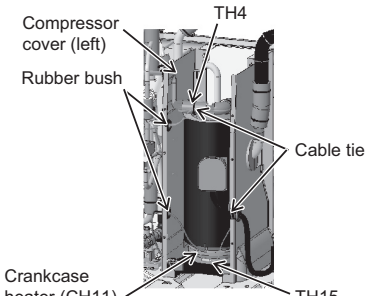

Figure 3
(3) Cut the two cable ties holding TH4 and TH15, and remove the wiring from the rubber bush on the left compressor cover for TH4, TH15 and the crankcase heater (CH11). (See Figure 3.)